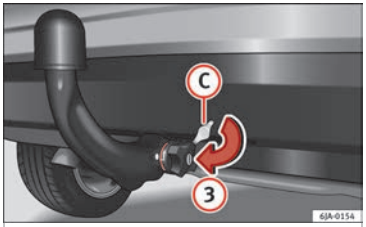

Fig. 199 Placing the key slot cover.
– Switch off the manual regulator lock with key (B) by turning the key fully to the right in the direction of arrow (1) – the arrow in the key displays the “locked” symbol.
– Remove the key in the direction of arrow (2).
– Place cover (C) over the manual regulator lock in the direction of arrow (3) ››› **Fig. 199**.